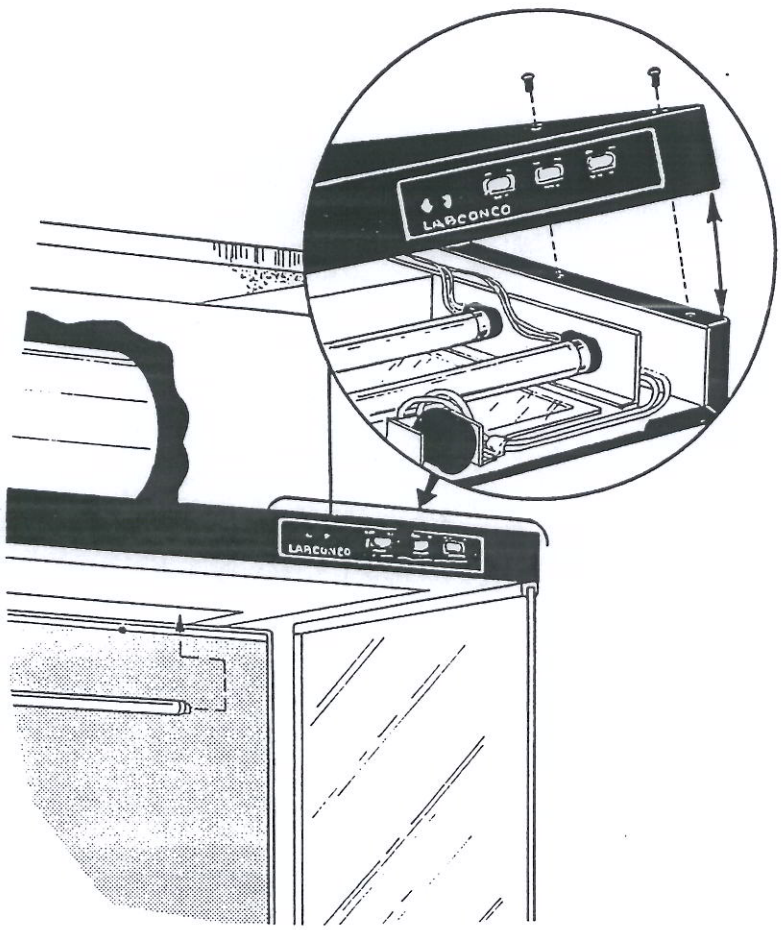

Figure 9
(1) Unplug the Clean Bench.
(2) Locate and remove the six phillips head screws at the edge of the canopy as shown in Figure 9.
(3) Pull the canopy top out slightly, then tilt it up.
(4) Lean the canopy cover against the Clean Bench to allow access to the fluorescent lamps. Secure the canopy cover with tap if necessary.
(5) Remove the fluorescent lamps by rotating and pulling them straight out of their sockets.
(6) Install the new lamps by reversing the removal procedure.